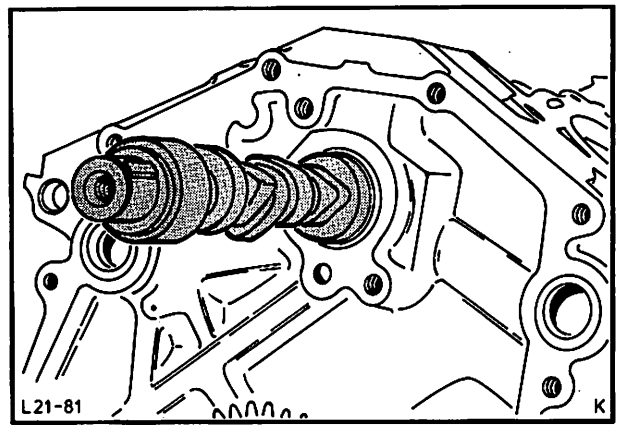

Abb. 113 Nockenwelle einbauen
41. Nockenwelle vorsichtig vom vorderen Lager her einbauen, Abb. 113. Vor Einbau den Abstandsring mit der Fasenseite auf die Nockenwelle schieben und Scheibenfeder einsetzen. Halteplatte mit selbstsichernden Schrauben mit vorgeschriebenem Drehmoment festdrehen.